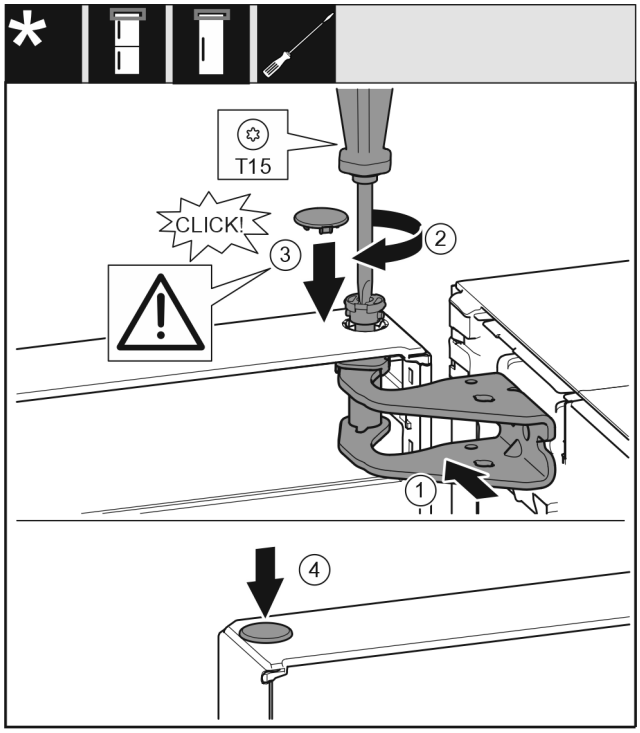

Fig. 23
- ▶ Aligner la porte en haut sur l'ouverture du support de palier *Fig. 23 (1)*.
- ▶ Insérer l'axe *Fig. 23 (2)* et le serrer avec un tournevis.
- ▶ Installer le couvercle *Fig. 23 (3)*.
- ▶ Vérifier que le couvercle *Fig. 23 (3)* repose bien sur la porte.
- ▶ Installer le couvercle *Fig. 23 (4)*.